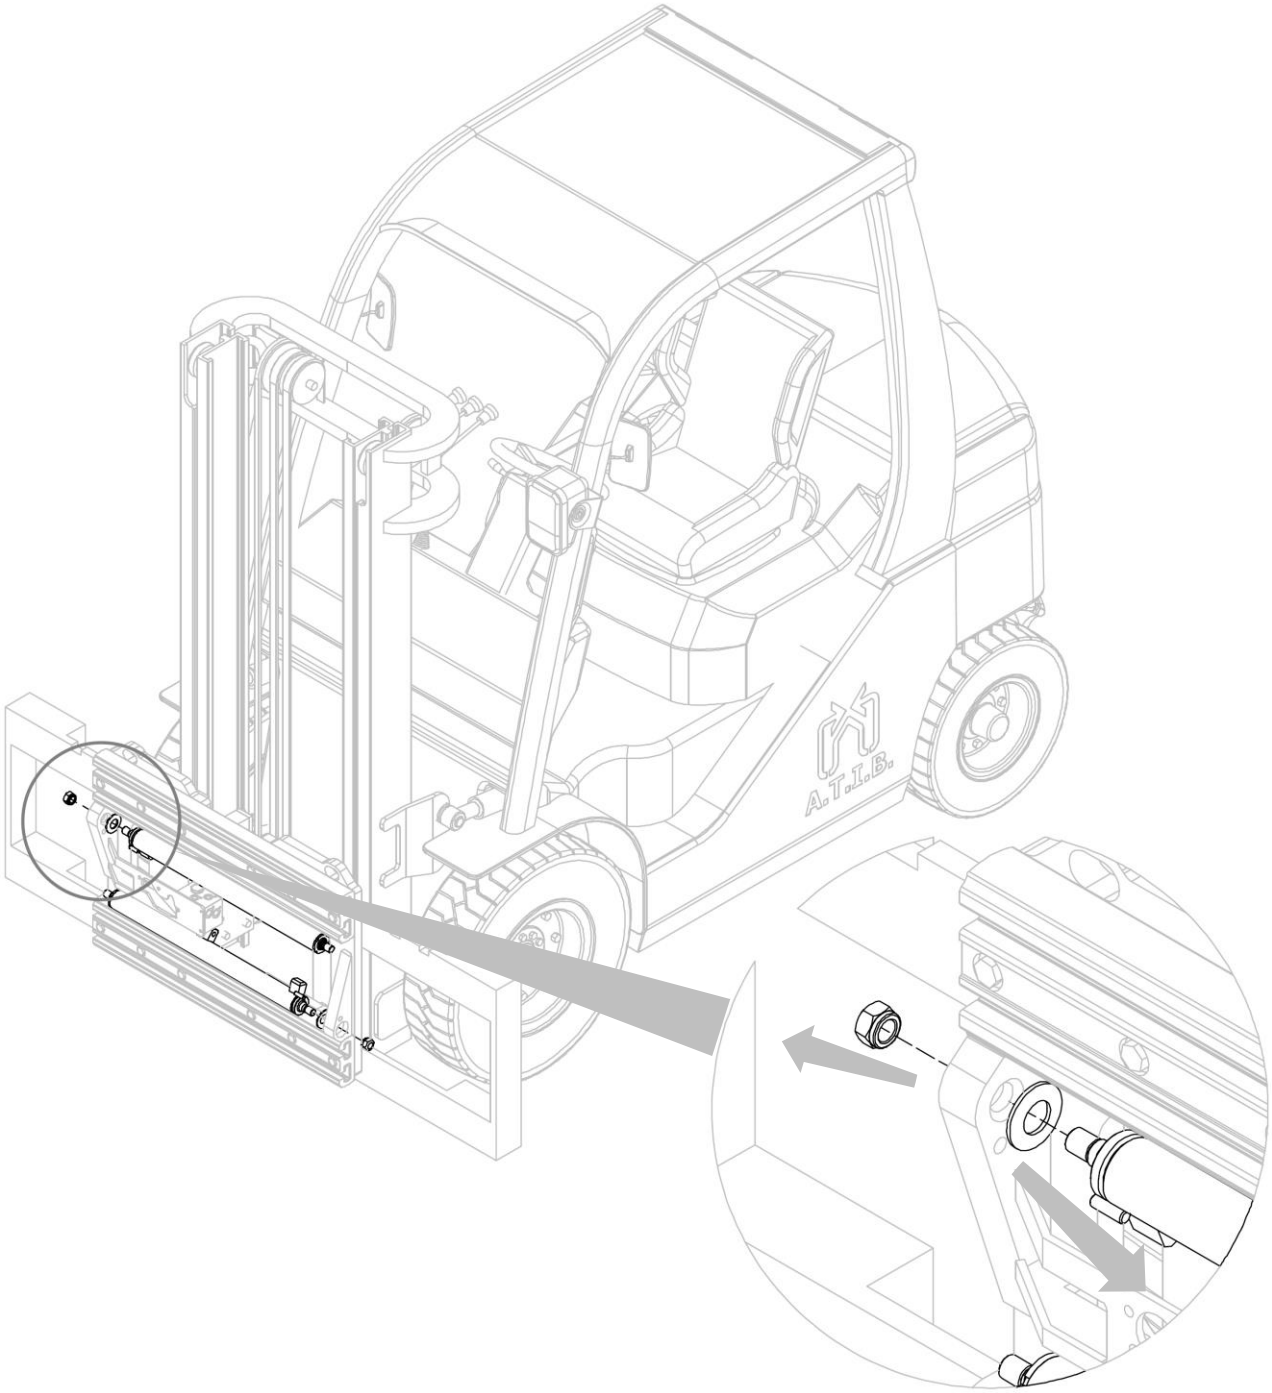

Figura 24
4. Retirar los cilindros de sus asientos, después de haber desenroscado las correspondientes tuercas (mira *Figura 24*).